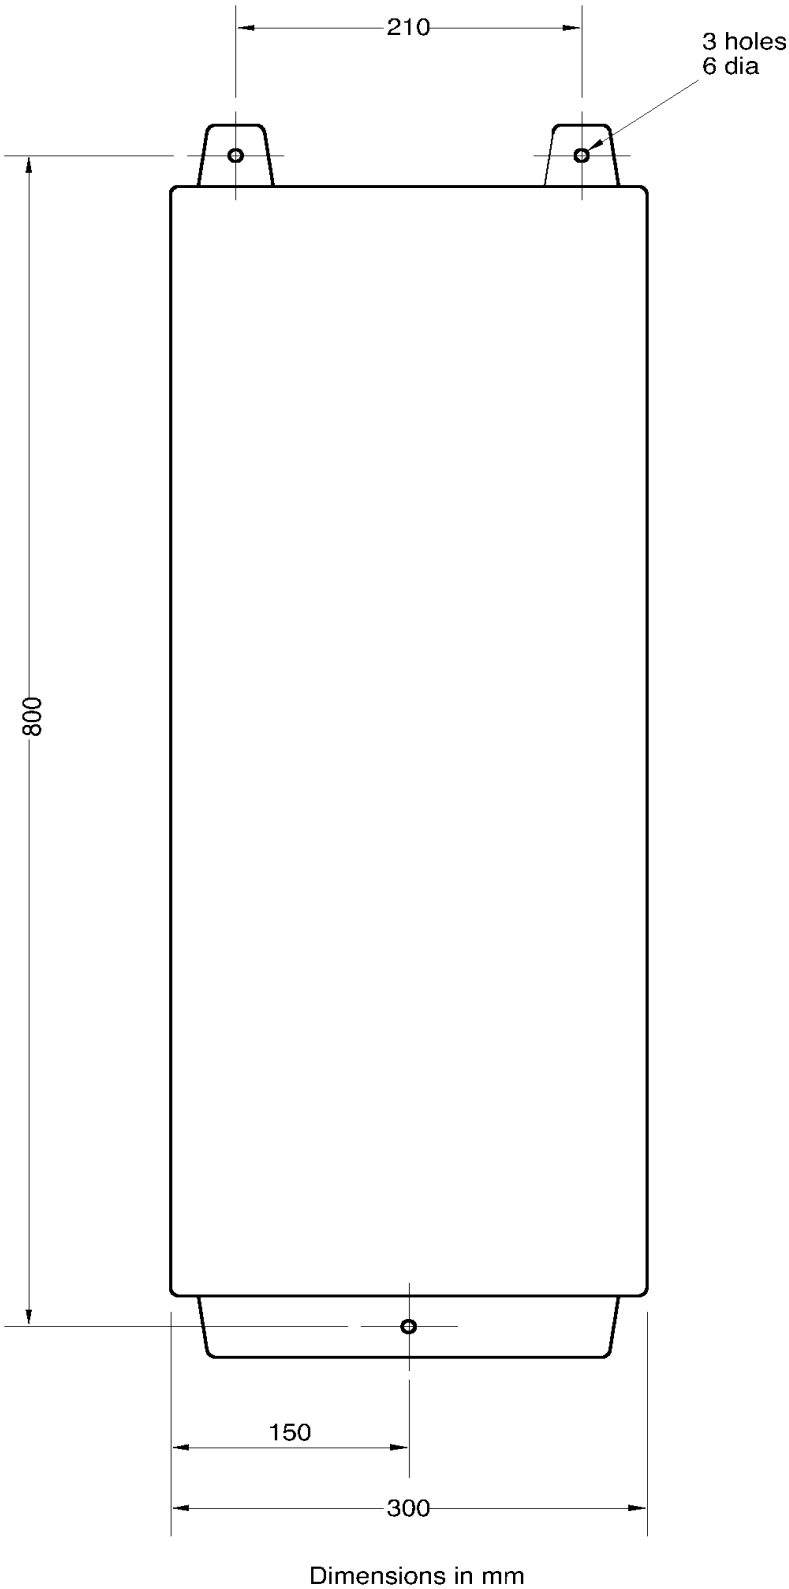

Fig. 3-1 Drilling Diagram for Mounting Panel
(1) Make sure that the surface of the wall is level and smooth and that the unit will sit vertically.
(2) Offer up the Thames 12 Dosing Unit with its mounting panel to the wall and mark off the drilling holes on to the wall. Alternatively, the position can be pre-drilled according to the dimensions given in the drilling diagram (see Fig. 3-1).